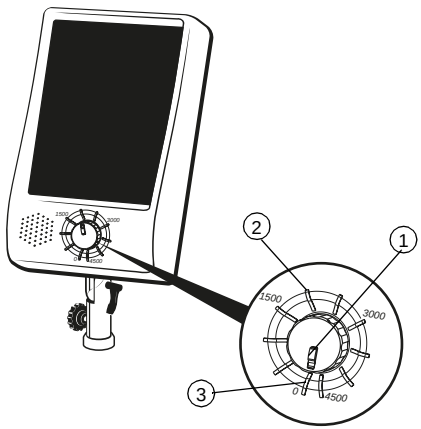

Abbildung 3-9. Drehzahlreglerknopf in der Nullstellung
3. Stellen Sie sicher, dass der Drehzahlregler in der Nullstellung eingerastet ist (siehe Abbildung 3-9). Der schwarze Freigabeknopf des Reglerknopfs gibt die Drehzahleinstellung an. Wird der Reglerknopf auf Null gestellt, muss ein gewisser mechanischer Widerstand überwunden werden, bis der Reglerknopf hörbar einrastet. Bei 2000 U/min. befindet sich eine mechanische Sperre, um ein versehentliches Einstellen der Drehzahl auf einen niedrigeren Wert zu verhindern. Zum Überwinden dieser Sperre (um die Drehzahl auf Null zu stellen) muss der schwarze Freigabeknopf gedrückt werden.